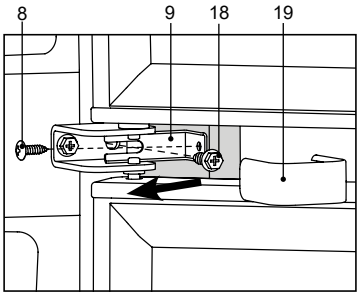

Figura 8
– îndepărtați profilul decorativ 19 în conformitate cu figura 8;